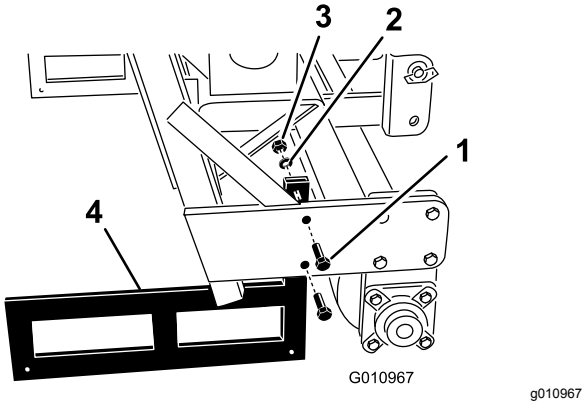

Rysunek 35
2. Odkręć śruby, podkładki blokujące i nakrętki mocujące podpory magazynowe do każdej ze stron aeratora (Rysunek 35).